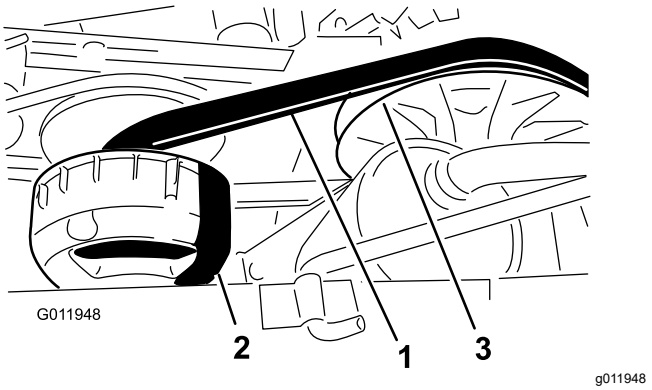

Figur 67
4. Vrid på remmen (Figur 67) och kontrollera om den är sliten eller skadad.
3. Vrid remmen och dra den över sekundärkopplingen (Figur 67).
4. Ta bort remmen från primärkopplingen (Figur 67).
5. Placera den nya remmen över primärkopplingen (Figur 67).
6. Vrid remmen och dra den över sekundärkopplingen (Figur 67).